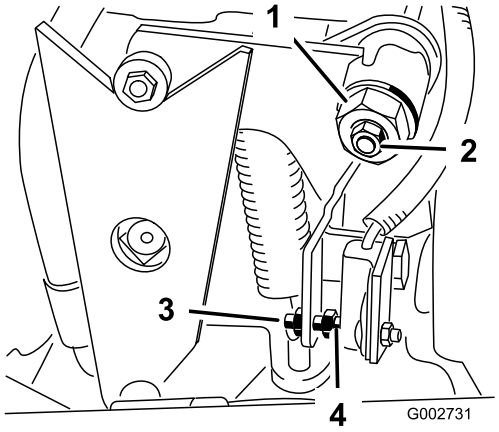

Figuur 33
4. Draai de borgmoer op de afstelnok van de tractie los (Figuur 33).
5. Start de motor en draai de zeskantige moer van de afstelnok (Figuur 33) in beide richtingen om de middelste positie van het bereik van de neutraalstand te bepalen.
3. Draai aan de stelschroef totdat de elektrodenafstand 1,5 mm ± 0,8 mm bedraagt (Figuur 33).